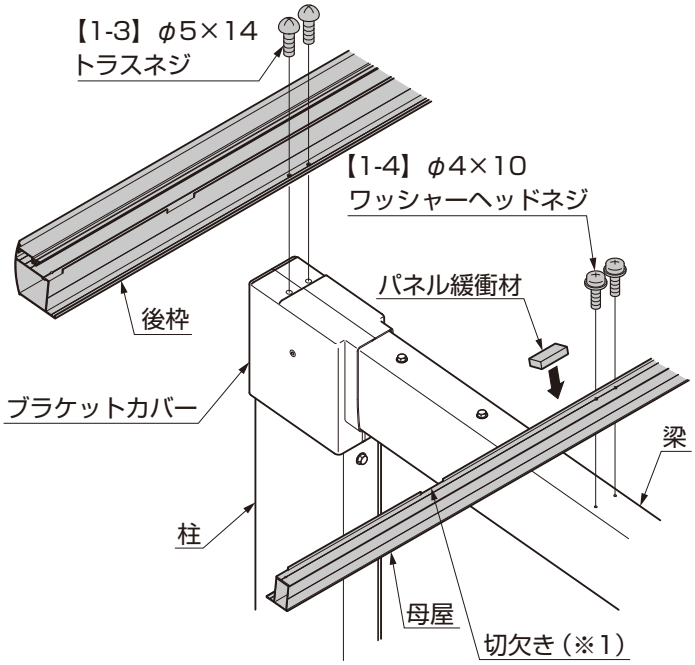

図3-1
①後枠をブラケットカバーに【1-3】で取付けてください。（図3-1参照）